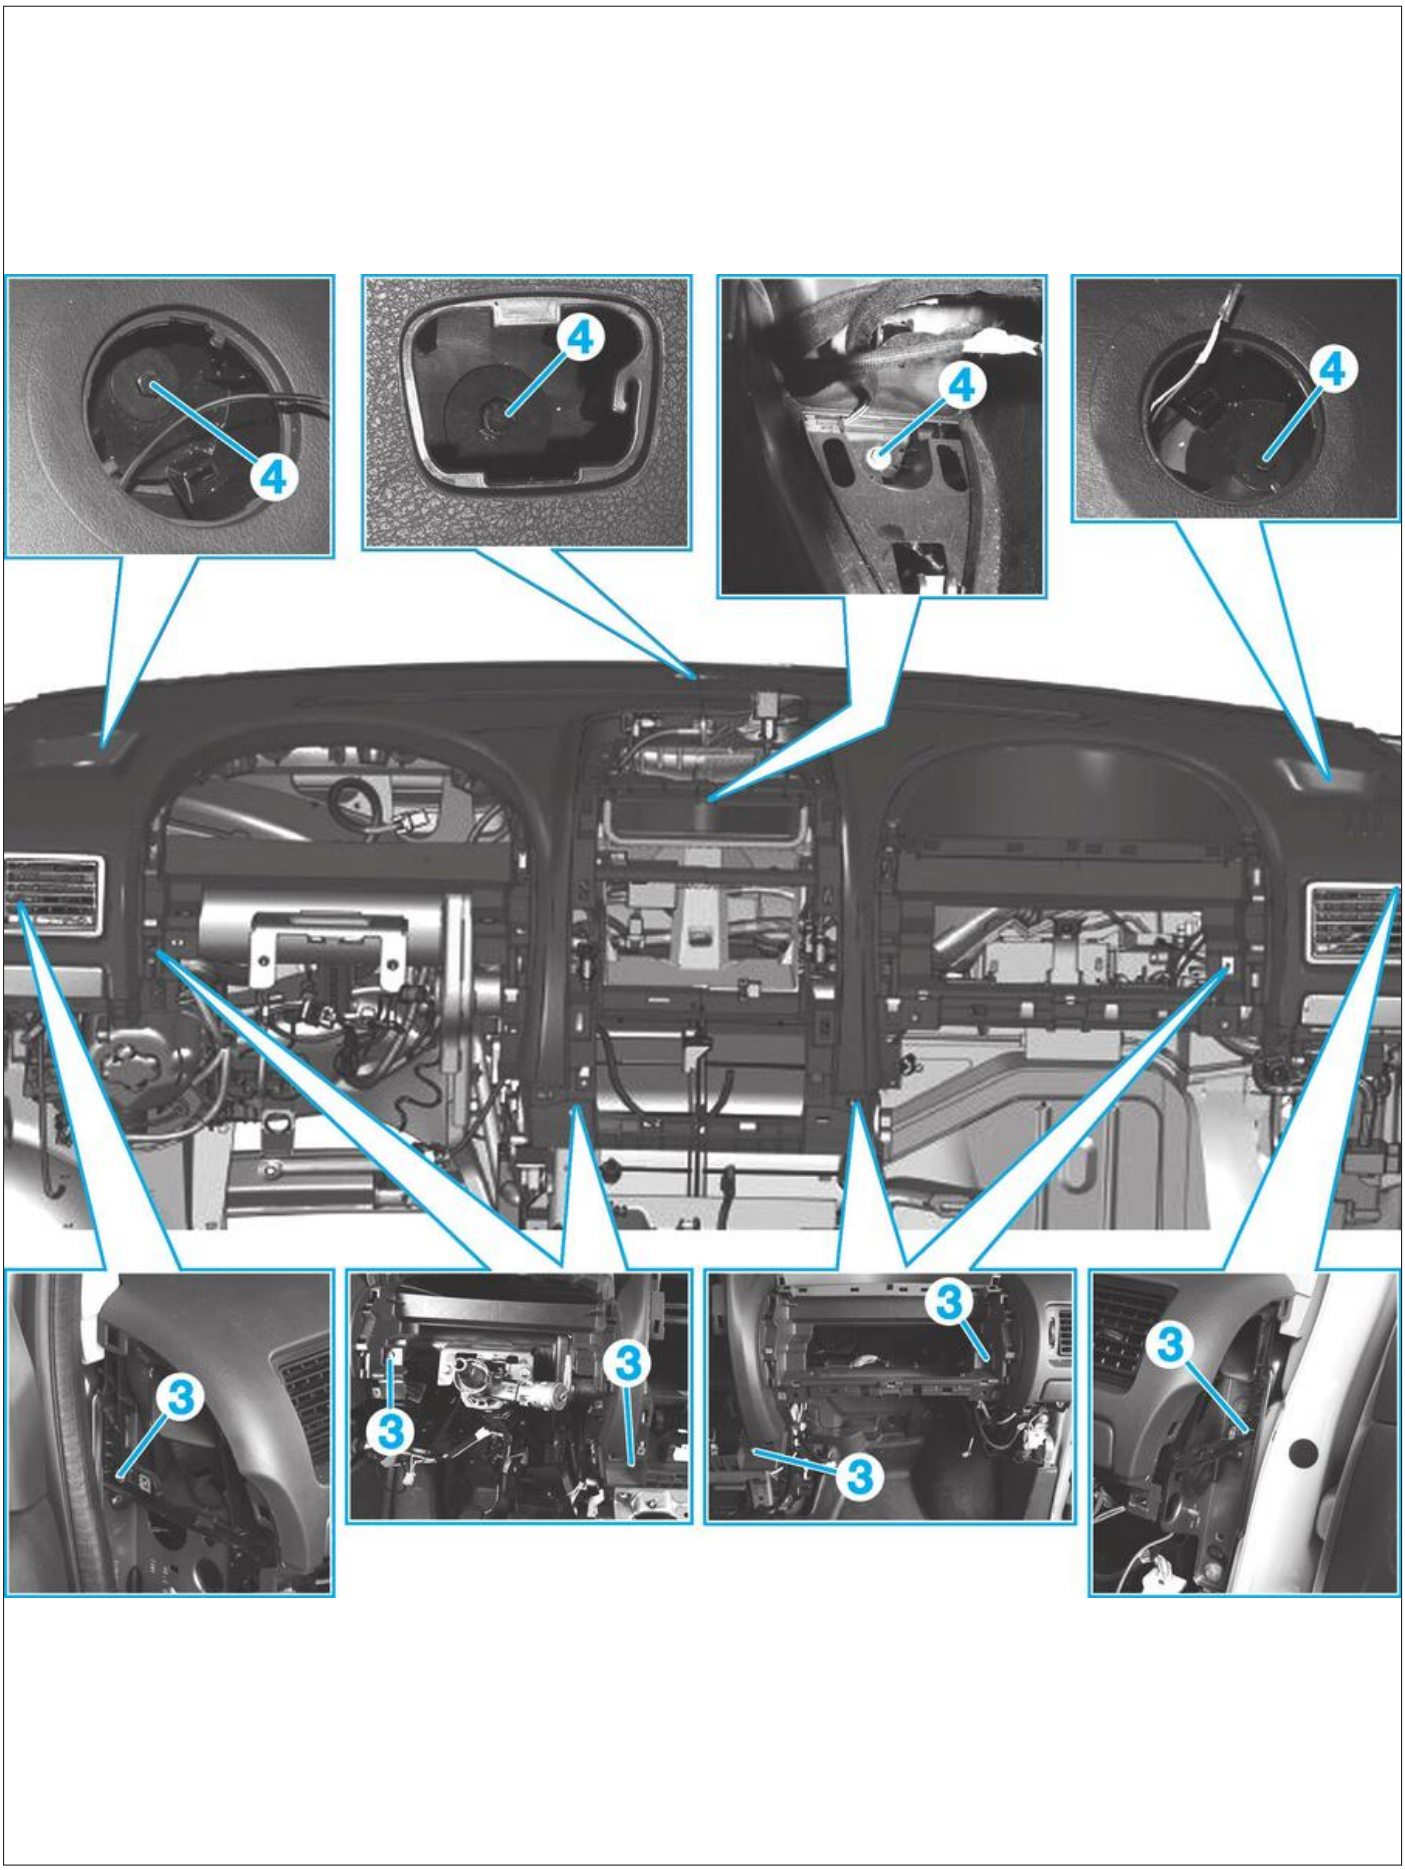

Fig. 27
• Déposer les vis (3) à l'aide d'un Torx de 20, et les vis (4) avec une clé à oeil de 10 **(Fig.27)**.